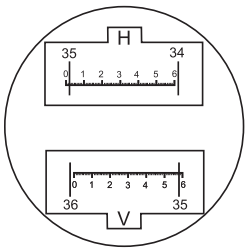

Fig.6
After illuminating the graduated circle, adjust the reading eyepiece (4) so that the reading visual field, as shown in Fig.6, can be seen distinctly. The symbols H and V indicate the readings of the horizontal and the vertical circles respectively. There are 60 graduations to every division (1') on the tape and so estimation readings up to 0,1. And the reading error 0,05-0,1 of the graduated circle corresponds to 3"-6" angular sec. The system of readings of vertical angles starts from the horizon 90°. Before making the reading on the vertical circle, it is necessary to turn the locking knob (10) of the automatic compensator to enable the compensator index mechanism to be in a free state. At this moment very distinct sound is audible. And only then you can take the readings of the vertical circle.